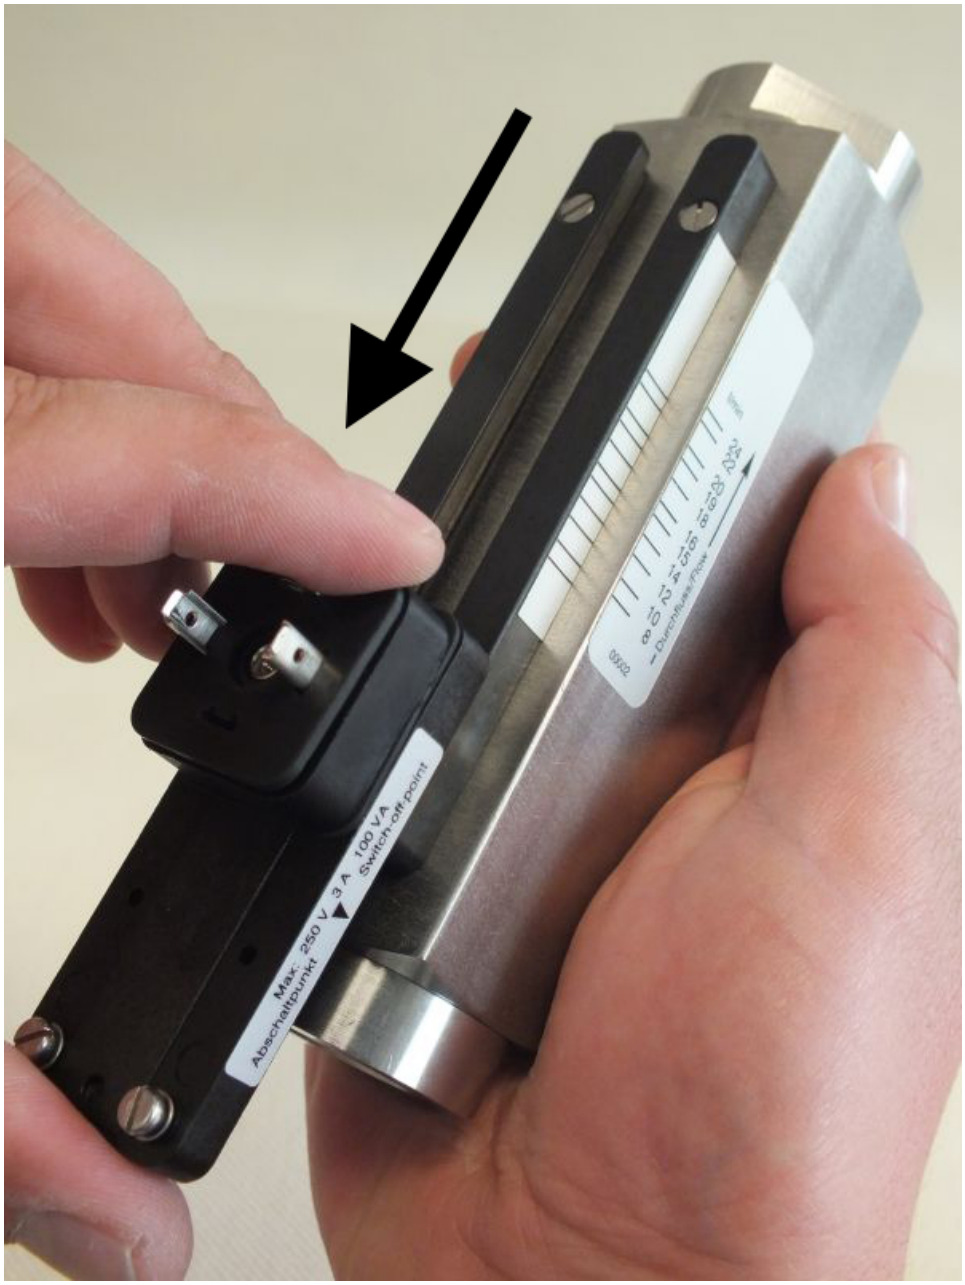

Fig. 60: Remove the switch contact from guide rails
4. Slide the switch contact from the guide rail (*Fig. 60*)